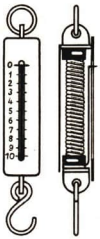

Abb. 79
1. Die Federwaage. Bei den Erfassungsstellen für Altmaterial, zu denen wir Lumpen, Papier, Glas oder Altmetall tragen, können wir häufig eine Waage sehen, die man als **Federwaage** oder auch als **Lumpenwaage** (Abb. 79) bezeichnet. Der wichtigste Bestandteil dieser Waage ist eine **Schraubenfeder** (Abb. 80), die durch die angehängte Last auf Zug beansprucht wird[1]. Die Feder wird auseinandergezogen, es wird in ihr eine Gegenkraft hervorgerufen, die dem Gewicht des angehängten Körpers das Gleichgewicht hält. Ein Zeiger gleitet dabei über eine in Gewichtseinheiten geteilte Skala.